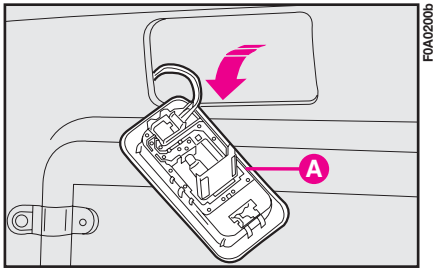

fig. 36
2) Ouvrir le boîtier **A-fig. 36** et remplacer la lampe grillée.